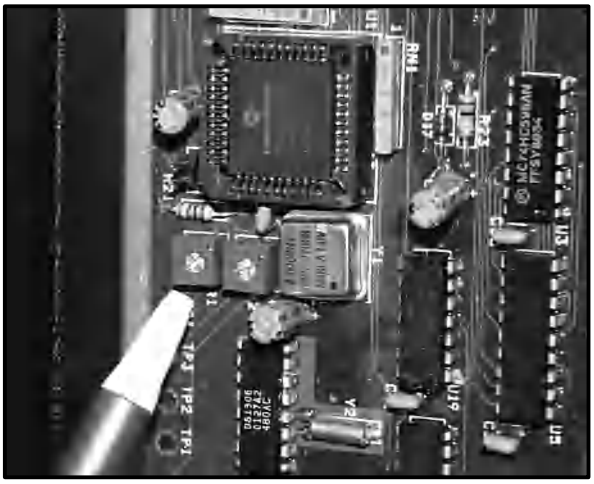

Figure 29
3. Amenez le potentiomètre sur le réglage nécessaire. Voir la Figure 29.